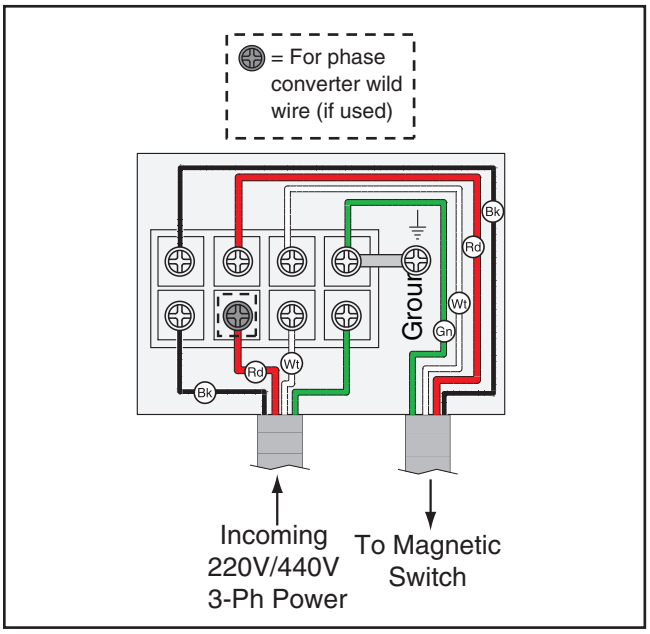

Figure 31. G0569 terminal box connection.
2. Feed the power wires through the strain relief on the bottom of the terminal box, tighten the strain relief, connect the cord to the terminals shown in **Figure 31** then re-install the terminal box cover.
Note: *When using a phase converter, connect the manufactured power leg or "wild wire" to the terminal indicated in **Figure 31**. This terminal can handle power fluctuation because it is wired directly to the motor. The other wires connect to the controls and must be consistent to prevent damage.*